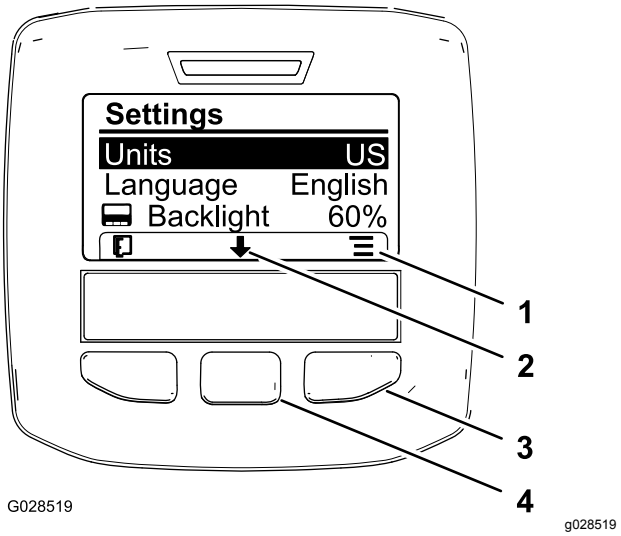

Figur 63
2. Tryck på höger valknapp för att ändra angiven mätenhet (Figur 63).
3. Ändra skärmspråket genom att trycka på den mittersta valknappen (knappen under nedåtpilen på skärmen) för att markera språkalternativ (Figur 63).
4. Tryck på höger valknapp (knappen under listikonen på skärmen) för att markera det språk som du vill använda (Figur 63).
6. Tryck på vänster valknapp för att återvända till startskärmbilden (Figur 63).